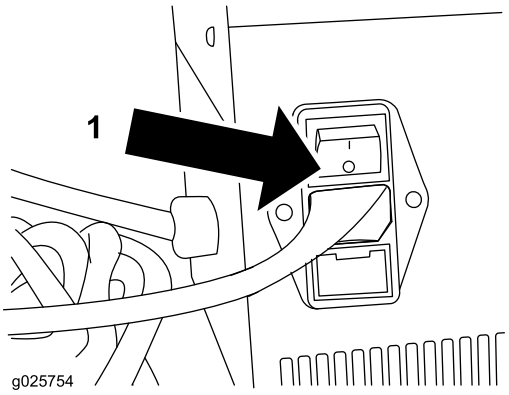

Figura 5
4. Verifique se o carregador está desligado (Figura 5).